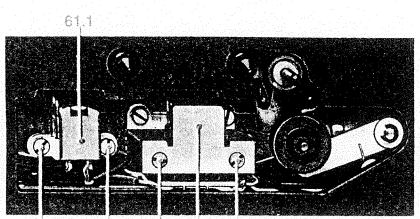

Abb. 3
- 2 Schrauben **d** und **n** herausdrehen (Abb. 3)
b) Durch Verdrehen der Schraube **n** (Abb. 3) linken Kanal auf Justagemaximum stellen
a) Ausführung mit festeingebauten Kopf (Abb. 3)
- 2 Schrauben e_1 herausdrehen (Abb. 3)